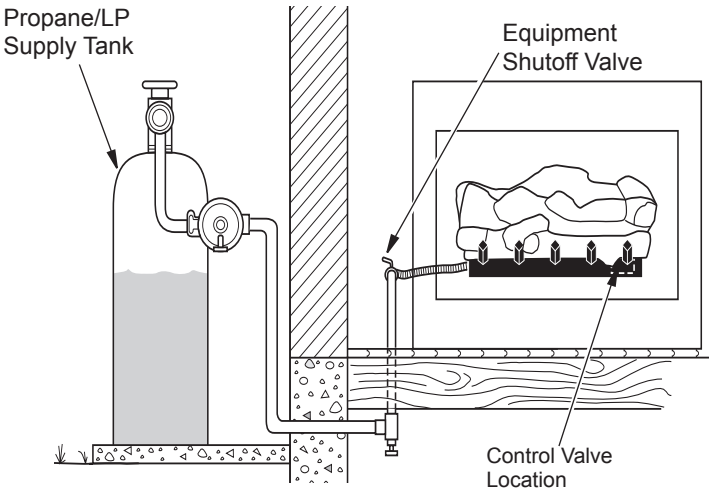
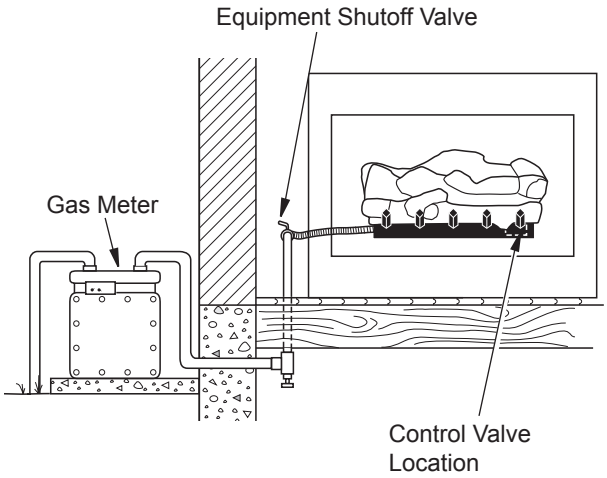

Figure 14- Checking Gas Joints (Propane/LP Only)
Figure 15 - Checking Gas Joints (Natural Gas Only)
3. Check all joints from gas meter to equipment shutoff valve for natural gas or propane/LP supply to equipment shutoff valve for propane/LP *(see **Figures 14 or 15, Pages 9-10**)*. Apply noncorrosive leak detection fluid to all joints. Bubbles forming show a leak.
4. Check all joints from gas meter to equipment shutoff valve for natural gas or propane/LP supply to equipment shutoff valve for propane/LP *(see **Figure 14, Page 9 or Figure 15, Page 10**)*. Apply noncorrosive leak detection fluid to all joints. Bubbles forming show a leak.